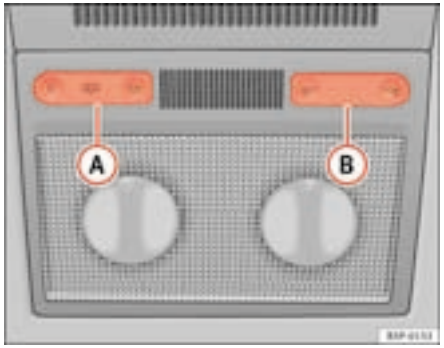
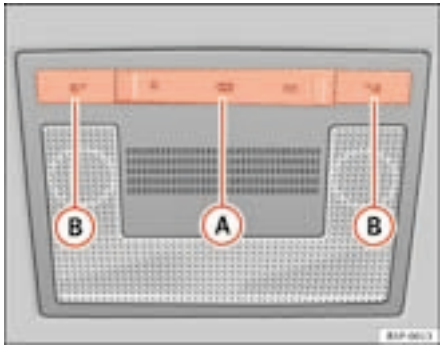

Fig. 80 Interior roof lining: front reading lights, type 1
Fig. 81 Interior roof lining: front reading lights, type 2
Press the corresponding button ⇒ fig. 80 (B) and ⇒ fig. 81 (B) to switch on the reading light.